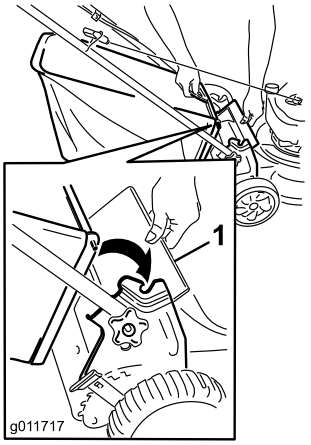

Figuur 15
1. Breng de afvoergeleider aan de achterzijde omhoog (Figuur 15).
2. Plaats de handgreep van de grasvanger in de inkepingen op de beugels van de handgreep (Figuur 15).